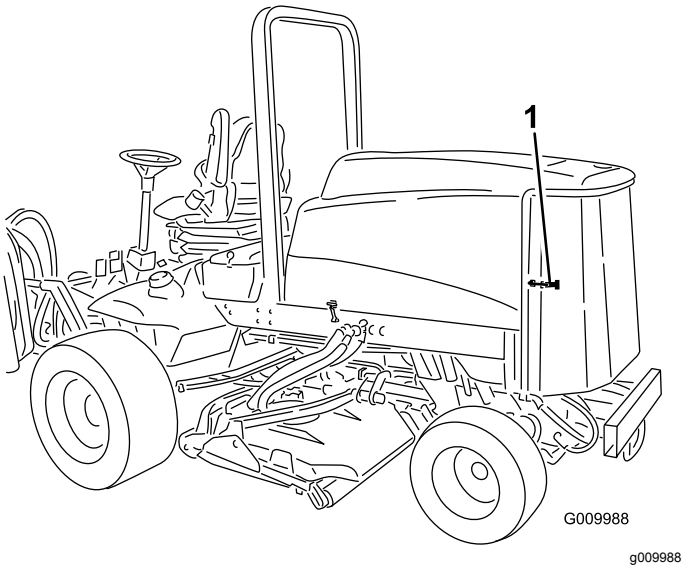

Figur 78
1. Frigör och sväng upp bakpanelen (Figur 78).